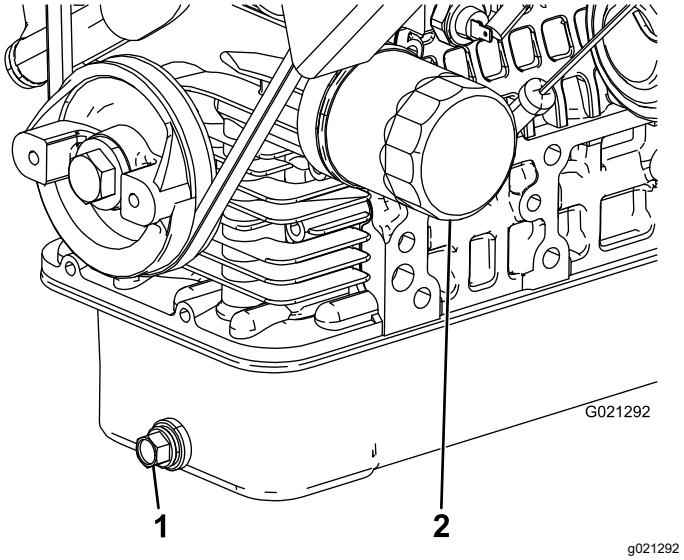

**Figur 37**
2. Ta bort avtappningspluggen och låt oljan rinna ner i ett avtappningskärl (Figur 37).
4. Avlägsna oljefiltret (Figur 37).